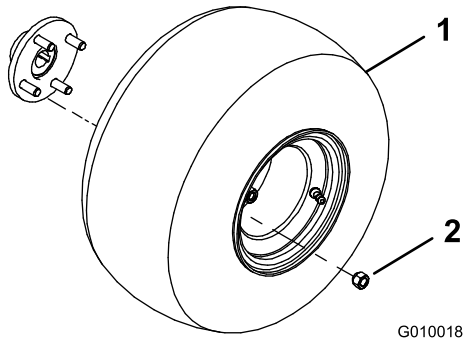

Figur 3
2. Monter et hjul på hvert bakhjulsnav (Figur 3).
3. Monter hakemutrene (Figur 3) og stram dem til 61 til 75 Nm.